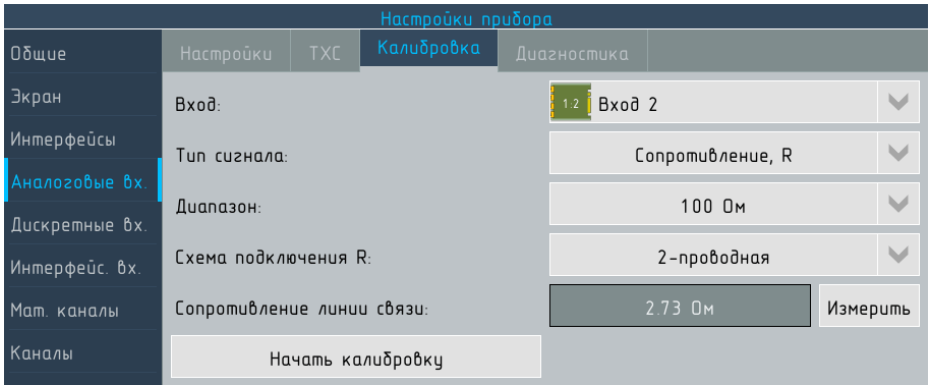

Рисунок 6 – Вкладка Калибровка
1. Войдите в меню Настройка прибора, раздел Аналоговые вх., вкладка Калибровка (см. рисунок 6). Выберите в списке нужный аналоговый вход, Тип сигнала – Сопротивление, R. Диапазон, независимо от типа термометра – 100 Ом. Схема подключения R – в соответствии с используемой схемой подключения (2-х или 3-х проводная).